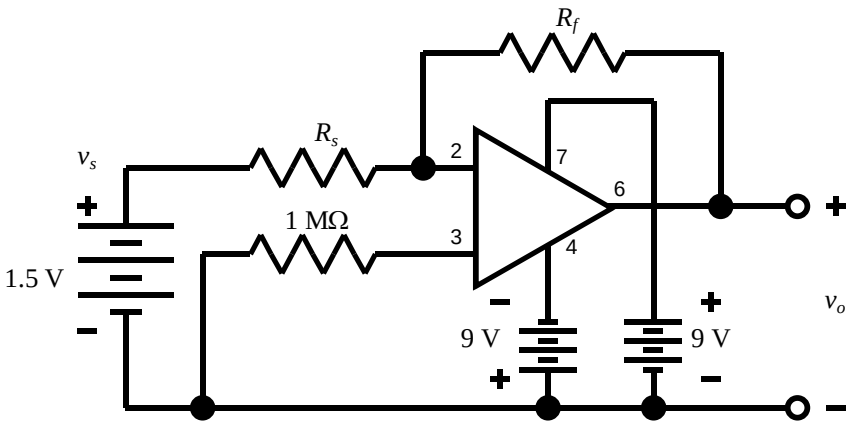

Figure P1-1 Inverting amplifier.
Construct the circuit of figure P1-1.
1.a (20 points) Use the circuit of Figure P1-1 to fill out Table P1-1.
Then insert each combination of resistor values in the circuit of Figure P1-1 and measure the battery (source) voltage, v_s, and the output voltage v_o. Compute measured gain as output over input, or v_o/v_s.
1.b (5 points) Use the resistances from the first line of Table P1-1 in the circuit of Figure P1-1. Find the Thévenin equivalent resistance seen by the output of the circuit by measuring the open circuit voltage, and then measuring the output voltage with a resistance across the output. Do NOT short circuit the output. Use a minimum of 1 KΩ resistance. Compute the maximum possible
1. c (5 points) Use the resistances from the first line of Table P1-1 in the circuit of Figure P1-1. Find the Thévenin equivalent resistance seen by the input. Measure the voltage and current at the input. Then add a 1 KΩ resistor in series with the battery and again measure voltage and current at the input. Use this data to find the to the Thévenin equivalent. Calculate the nominal Thévenin equivalent input resistance, assuming an ideal op amp, and compare to your measured value.